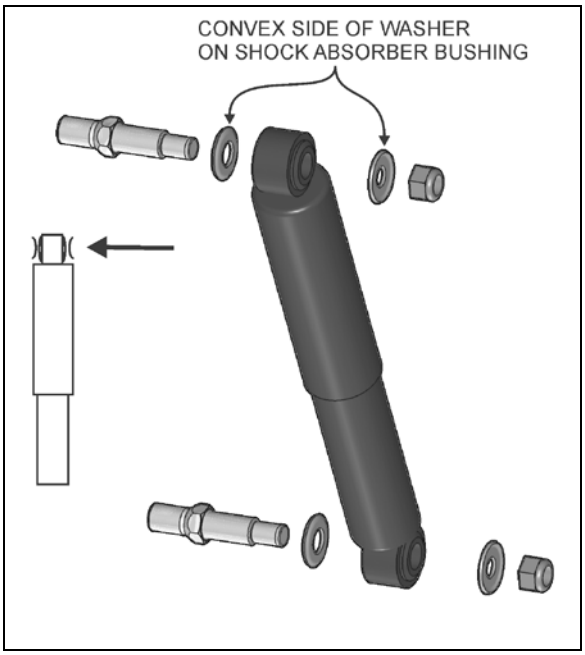

**FIGURE 4: SHOCK ABSORBER** 16008
1. Remove nuts and washers from shock absorbers on upper and lower mounting pins, taking care to identify the inner and outer washers to ease reinstallation. Refer to Figure 4 for details.